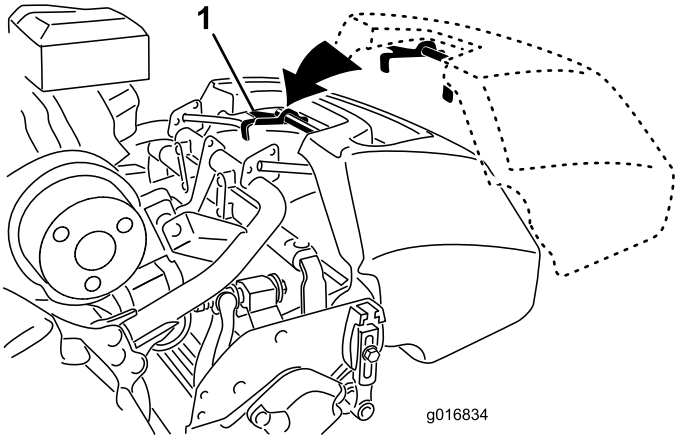

Figur 9
1. Tag fat i græsopsamlerens håndtag (Figur 9).
2. Styr opsamlerens kant ind mellem klippeenhedens sideplader og hen over frontrullen (Figur 9).
3. Monter opsamlerens kroge over rammens øje (Figur 9).